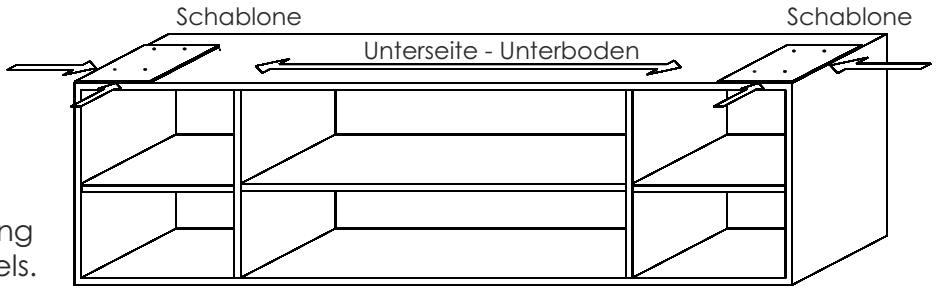

**Abb. 1**
2. Zeichnen Sie die Position der Kufen an. Hierzu verwenden Sie die mitgelieferte Schablone und halten diese an der vorderen und seitlichen Kante des Unterbodens bündig an. (Abb. 1)